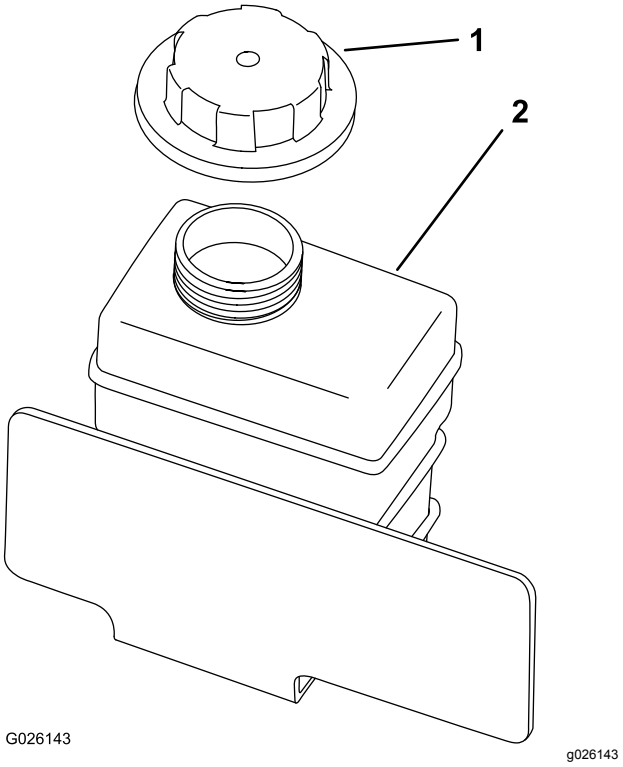

Figur 53
8. Fyll langsomt på reservetanken for kjølemiddel til nivået er ved bunnen av påfyllingshalsen (Figur 53).
9. Sett på reservetanklokket (Figur 53).